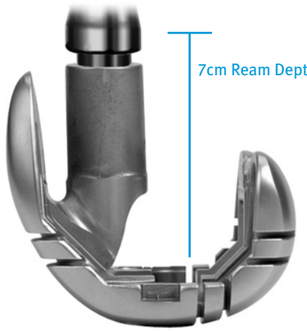

Fig. 24
- If the last reamer used is less than 18mm, ream the first 7cm of the canal from the jointline to a diameter of 18mm to accommodate the stem base of the RH Knee Femoral Component and the stem extension shoulder **(Fig. 24)**.